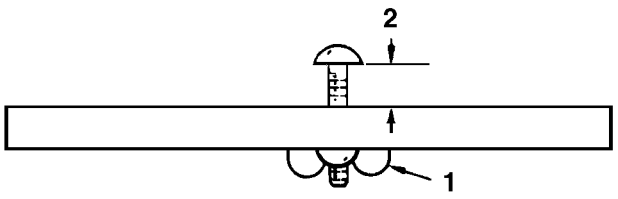
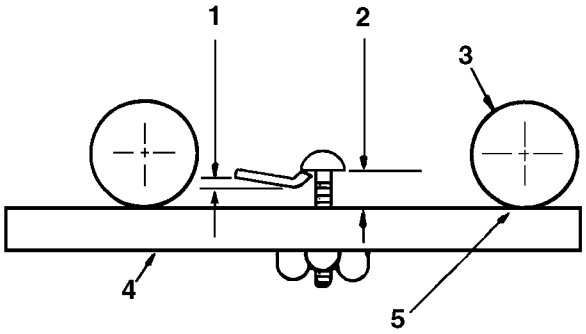

Afbeelding 5
Afbeelding 6
- Draai de borgmoer van de meetlat los en stel de schroef in om de juiste maat tussen de onderkant van de kop van de schroef en de meetlat te krijgen voor de gewenste maaihoogte (Afb. 5). Draai de borgmoer vast om de instelling vast te zetten. Haak de kop van de schroef over de snijkant van de snijplaat en plaats de lat tegen de onderkant van de voorste roller (Afb. 6).
- Draai de moeren van de voorste roller los en stel beide uiteinden van de voorste roller af totdat deze aan beide kanten contact maakt met de meetlat. Stel de voorste roller zodanig af terwijl de meetlat stevig tegen de onderkant van de rollers gedrukt wordt, zodat de kop van de schroef net over de lip van de snijplaat valt (Afb. 6). Draai de moeren van de voorste roller vast.